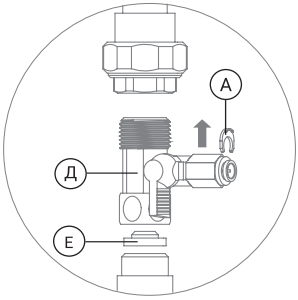

Рис. 8
1. Установите адаптер-вентиль (Д) между магистралью холодной воды и гибкой подводкой вашего смесителя. Уплотните соединение адаптера-вентиля с магистралью при помощи поставляемого в комплекте уплотнительного кольца (Е) (рис. 8).